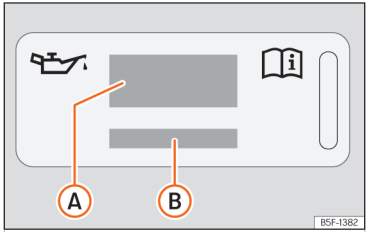
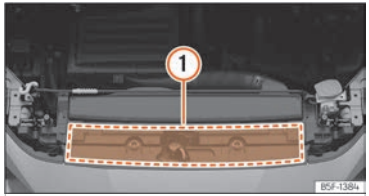

Fig. 213 Al compartiment del motor: etiqueta d'oli de motor
Fig. 214 Al compartiment del motor: zona d'ubicació de l'etiqueta d'oli de motor
Llegenda de la ››› **fig. 213**:
Si heu d'omplir l'oli del motor, utilitzeu un dels olis indicats a l'etiqueta ››› **fig. 213**. L'etiqueta amb la norma prescrita es troba a la part davantera al compartiment del motor ››› **fig. 214** (1). Si utilitzeu l'oli de motor recomanat, es pot corregir el nivell de l'ompliment tantes vegades com calgui.
- Si falta l'etiqueta amb l'especificació de l'oli motor ››› fig. 213, poseu-vos en contacte amb un taller especialitzat.